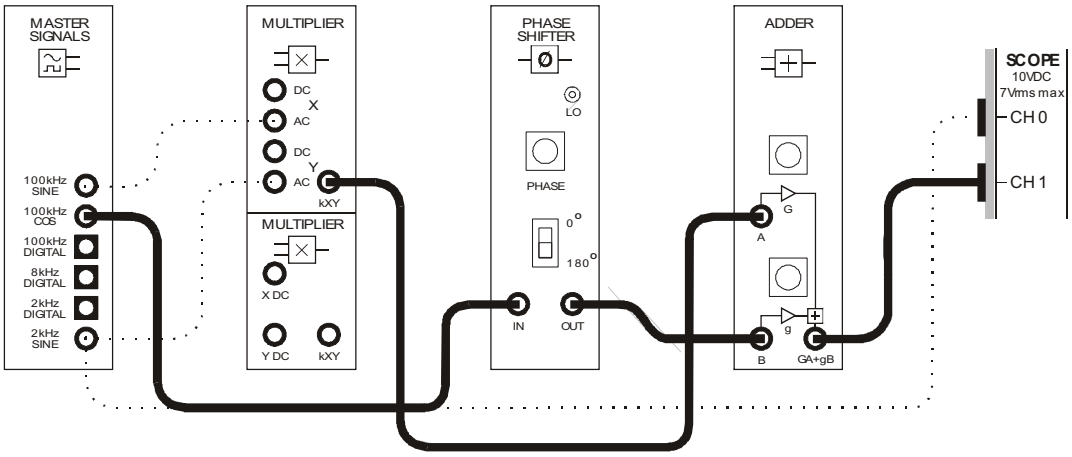

Figure 5
12. Modify the set-up as shown in Figure 5 below.